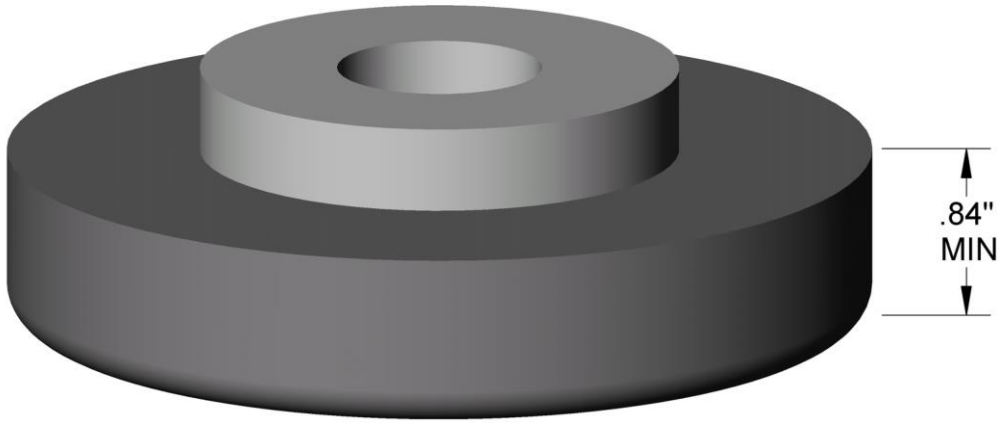

Figure 1
2. Measure the height of the Center Bonded Mounting just prior to re-installation. The height must be .84” or greater to be acceptable for re-use (see figure 1). Allow 24 hours for relaxation.